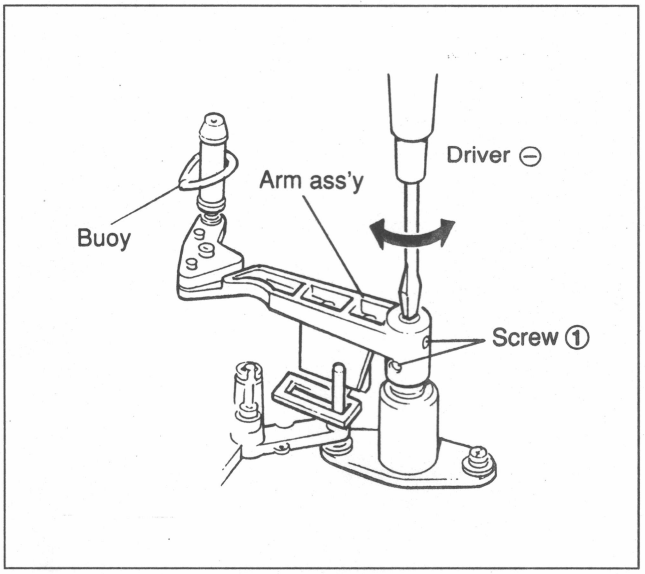

Fig.7-10-16 Tension Regulator Position Perform the Adjustment
(7) Keep the step (6) state, rotate a shaft with the flatblade screwdriver so that the voltage at pin 7 (TP3) of IC-N4 on RM-68 board is –2.5±0.5 V (Fig. 7-10-16)
(8) When the specification is met, tighten two screws ① of the tension regulator arm ass'y. (Fig. 7-10-16)
(9) After the above mentioned adjustment is complated, remove the tension adjustment tool and raise the TTP block again. Unsolder the lead wire, place the TTP block to the former position, then fix it.
(10) Put the loading ring ass'y to the unthreading end state.